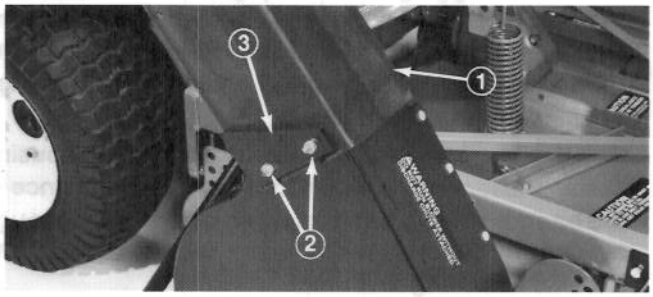

Figure 20
2. Slide chute over blower opening and onto mounting studs (Fig. 20).
5. Lower hopper hood and align chute with hood snout. Secure chute in position with (4) 5/16 locknuts and chute brackets. Wide end of brackets to be positioned to rear (Fig. 20).